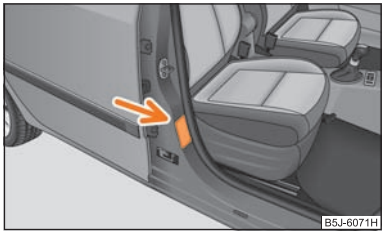

Fig. 118 Sticker on the centre column of the body on the front passenger side.
- **This is also clearly stated on the sticker which is located on the centre column of the body on the front passenger side ⇒ fig. 118. The sticker is visible upon opening the front passenger door. For some countries, the sticker is also affixed to the sun visor of the front passenger.**